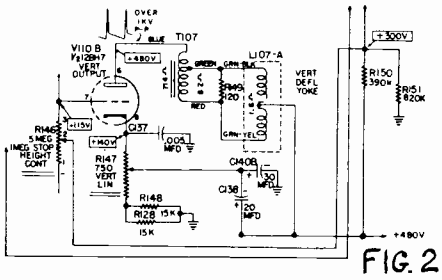

FIG. 2
3. On Chassis 426 (Code Letter D or later) a wiring change was made in the vertical circuit to avoid excessive height by reducing the plate voltage on V110A (vertical oscillator tube). However, no parts were added or deleted. The change on the schematic is shown in Figure 2.